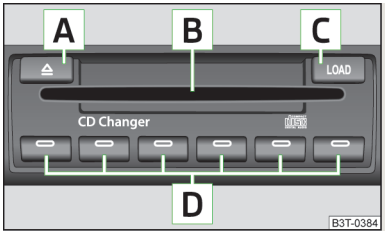

Fig. 114
› Touch the button C » Fig. 114 and guide the CD (compact disc) into the CD-case B. The CD is automatically loaded onto the lowest free position in the CD changer. The indicator light in the corresponding button D stops flashing.
› Press and hold the button C » Fig. 114 for longer than 2 seconds and guide the CDs one after the other (maximum 6 CDs) into the CD case B. The indicator lights in the buttons D stop flashing.
› Press the button C » Fig. 114. The indicator lights in the buttons D illuminate the memory spaces that are already assigned and flash in the case of free memory spaces.
› Press the button A » Fig. 114 to eject a CD. For assigned memory spaces, the indicator lights now illuminate in the buttons D.
› Press and hold the button A » Fig. 114 for more than 2 seconds. All CDs in the CD-changer are ejected consecutively.
- Insert a CD, with the labelled side facing up, into the CD slot B » Fig. 114 until it is automatically drawn in. The play function will start automatically.